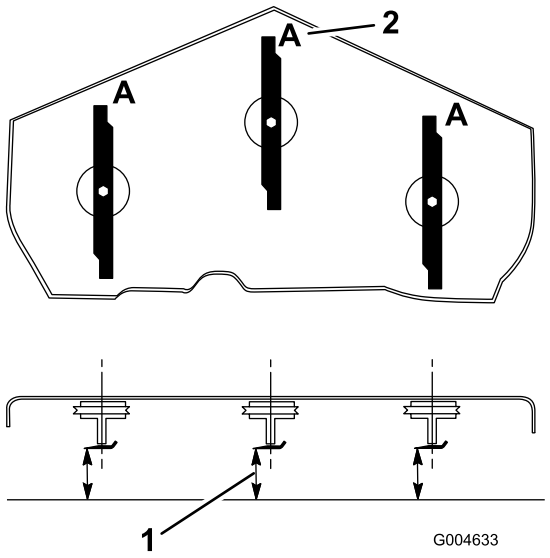

Figur 66
3. Rotera knivarna tills ändarna vetter framåt och bakåt (Figur 66). Mät från ett jämnt underlag till knivens egg vid punkt **A** på knivarna (Figur 66). Anteckna detta mått.